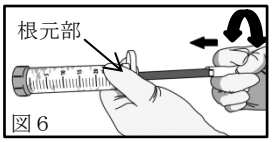

図６
①ハンドルを左右に小刻みに回しながら、羽をバレルの先端面まで押し進めてください。（図６）